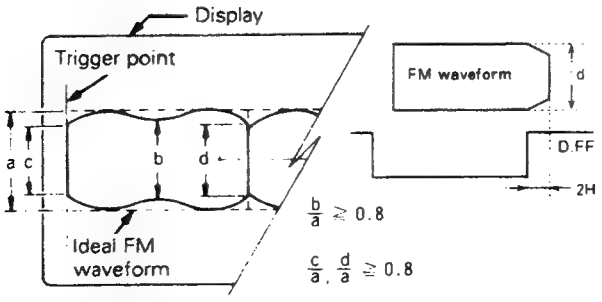

Fig. 2-6-3
2) With the MBPE-2 alignment tape being played back, adjust the oscilloscope's tracking control to maximize FM waveform. Measure respective levels shown in Fig. 2-6-3 and confirm that the ratio of each level to the maximum level (a) meets the specifications.